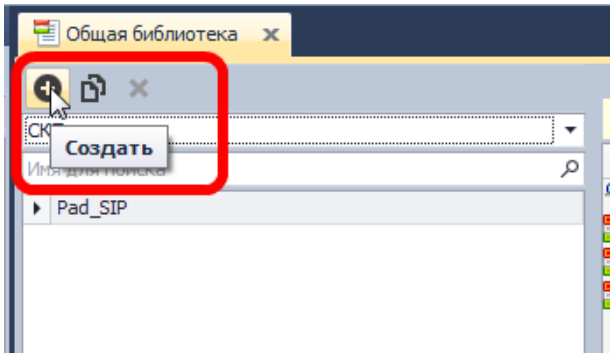

Рис. 122. Создание контактной площадки
2. Нажмите на кнопку  - «Создать», расположенную на панели инструментов окна редактора, см. Рис. 122.